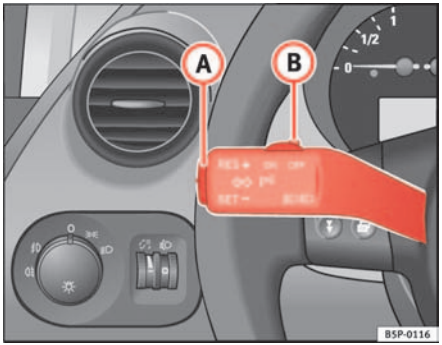

Fig. 141 Turn signal and main beam lever: switch and rocker switch for CCS
– When you have reached the speed you wish to set, briefly press the lower part of the rocker switch **SET** ⇒ fig. 141 (A) once.